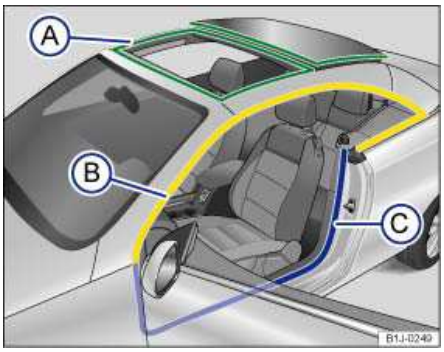

Fig. 160 Care of rubber seals: A power sunroof seals; B power window seals; C seals on the doors.
- Use a soft, lint-free cloth and a light cleaning solution to remove dust and dirt from the roof seals, shown in green ⇒ fig. 160 (A).